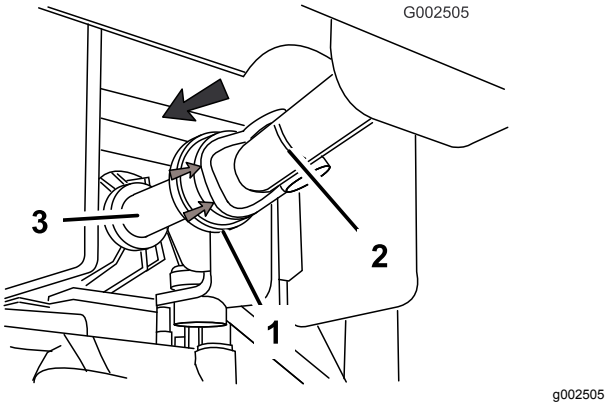

**Figur 14**
- Træk gummihætten forrest på kraftudtagets drivaksel bagud (Figur 14).
- Monter drivakslen på kraftudtagets udgangsaksel (Figur 14).